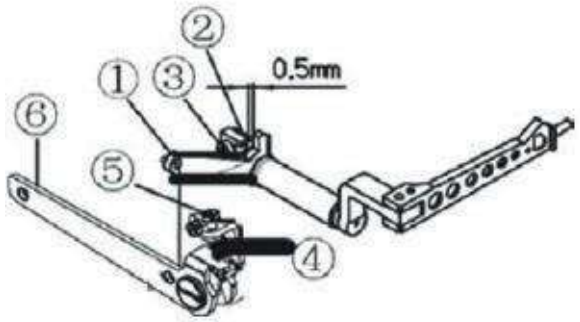

Рис.31
2. Ослабьте винт ④, нажмите на тягу, выставьте подъем лапки 5 ~ 5,5 мм. Отрегулируйте винт ⑤ и зафиксируйте винт ④.
3. Должен быть зазор 1 мм между тягой ① и неподвижным кронштейном ②, который можно отрегулировать слегка, ослабив винт ③.
4. После всех приведенных выше настроек, пожалуйста затяните винт 3. (рис.31)
29. РЕГУЛИРОВКА ЗУБЧАТОЙ РЕЙКИ (РИС. 31)